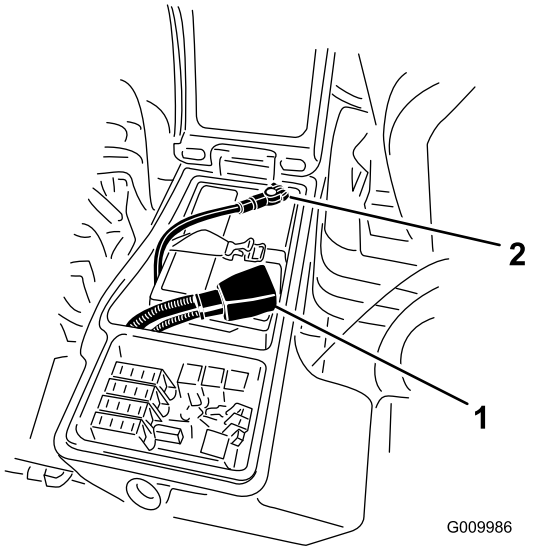

Figure 1
2. Disconnect the negative-battery cable from the battery post (Figure 1).